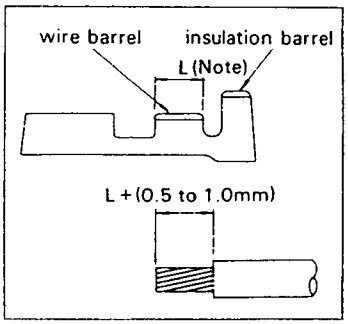
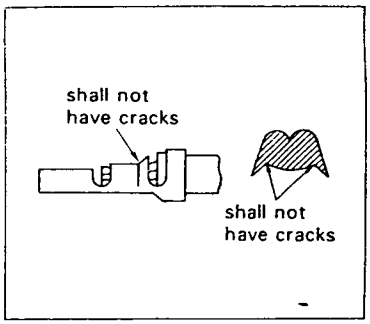

Fig. 4
Fig. 5
(5) Now insert a wire, which is stripped per Fig. 4 into the barrels of the terminal.
(6) Squeeze handles completely until the ratchet releases, holding the wire by hand in the proper position.
(7) Open handles, remove the crimped terminal and inspect it. (See Fig. 5.)